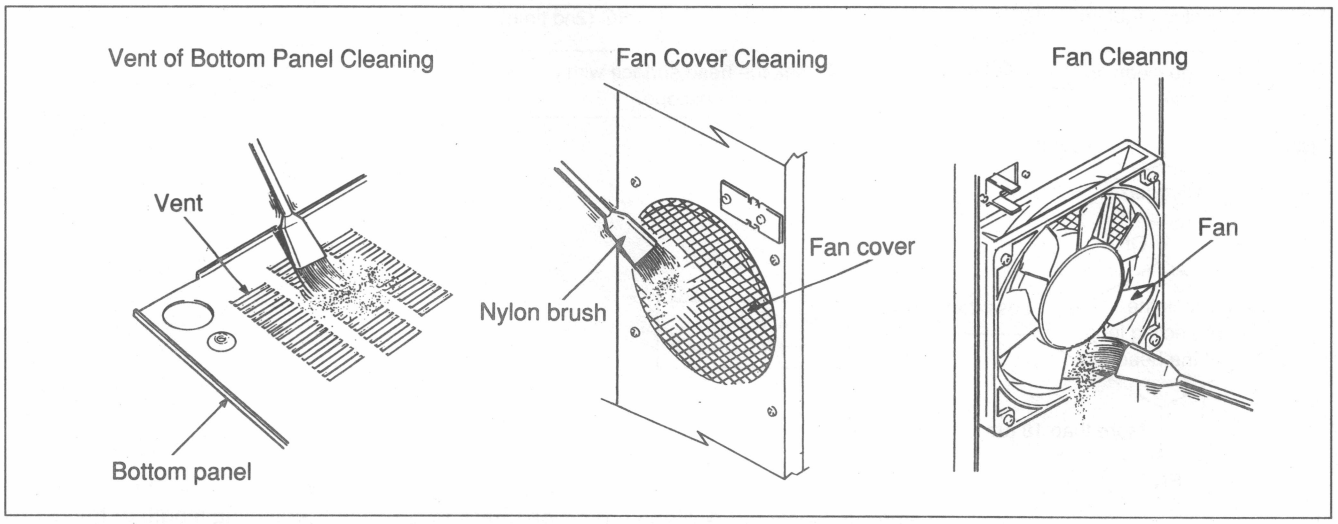

Fig. 6-1-10 Fan Motor Cleaning
3. Clean the panels shown in Fig. 6-1-10 using a nylon brush and vacuum cleaner.